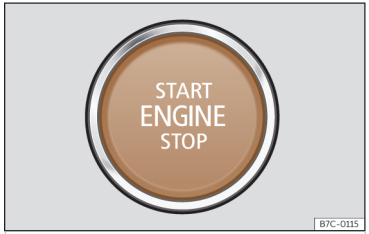

Abb. 112 Starterknopf.
Wenn das Fahrzeug entriegelt wird, blinkt der Starterknopf ››› (Abb. 112), um auf ihn aufmerksam zu machen.
- Starterknopf drücken ››› (Abb. 112) ohne Gas zu geben. Zum Anlassen des Motors muss sich ein gültiger Fahrzeugschlüssel im Fahrzeug befinden. Nach dem Anlassen des Motors leuchtet der Taster START ENGINE STOP dauerhaft und zeigt so an, dass der Motor angelassen ist[1].
- Starterknopf kurz drücken >>> **(Abb. 112)**.